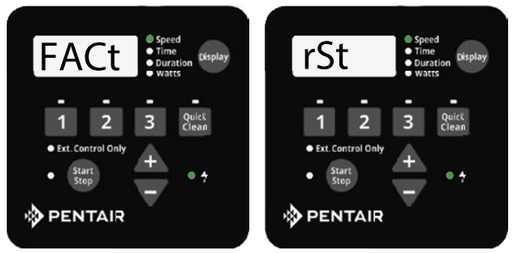

Figure 9: Drive Factory Reset
4. The screen will display "FACt rSt" if factory reset is successful. See **Figure 9**.